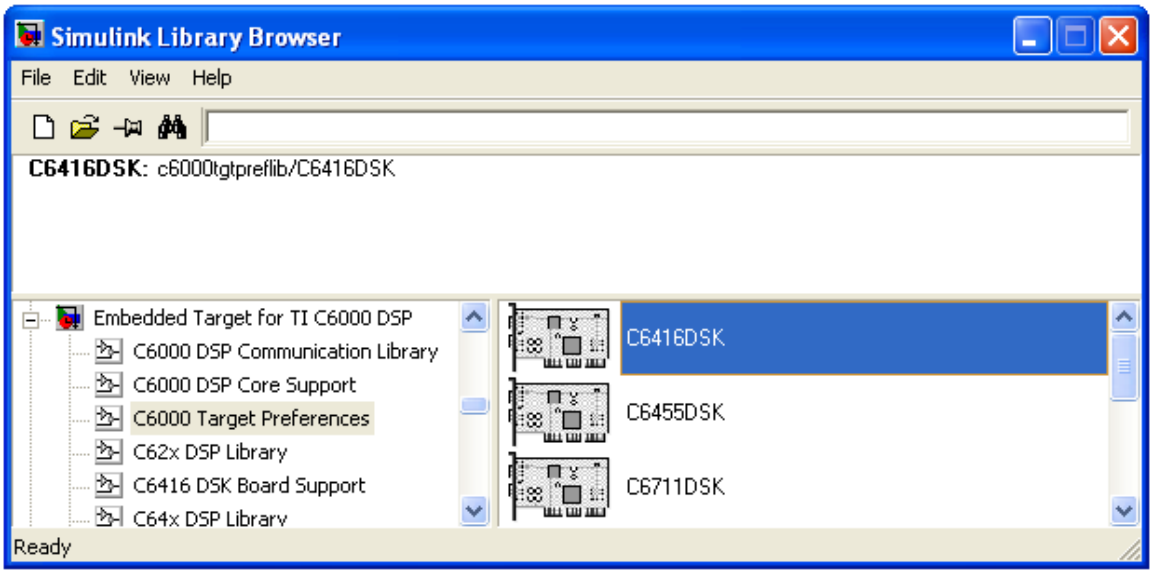

Figure 1: The C6416DSK Block
2. Open the Simulink library browser and add the "C6416DSK" from the "Target Preferences" group of the "Embedded Target for the TI TMS320C6000 DSP" Blockset (Please refer to Figure 1).